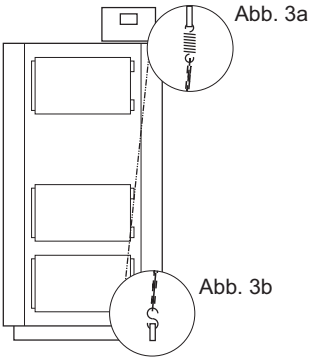
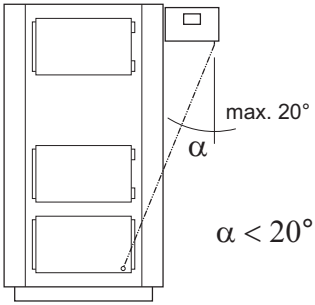

Abb. 3
Abb.4
2. Regler zusammen mit der Stütze an der oberen oder seitlichen Kesselwand montieren (Abb. 3 oder Abb. 4).
Bei der Reglermontage seitlich des Kessels ist darauf zu achten, dass die Kette nicht mehr als 20° vom Lot weg geneigt ist (Abb. 4).